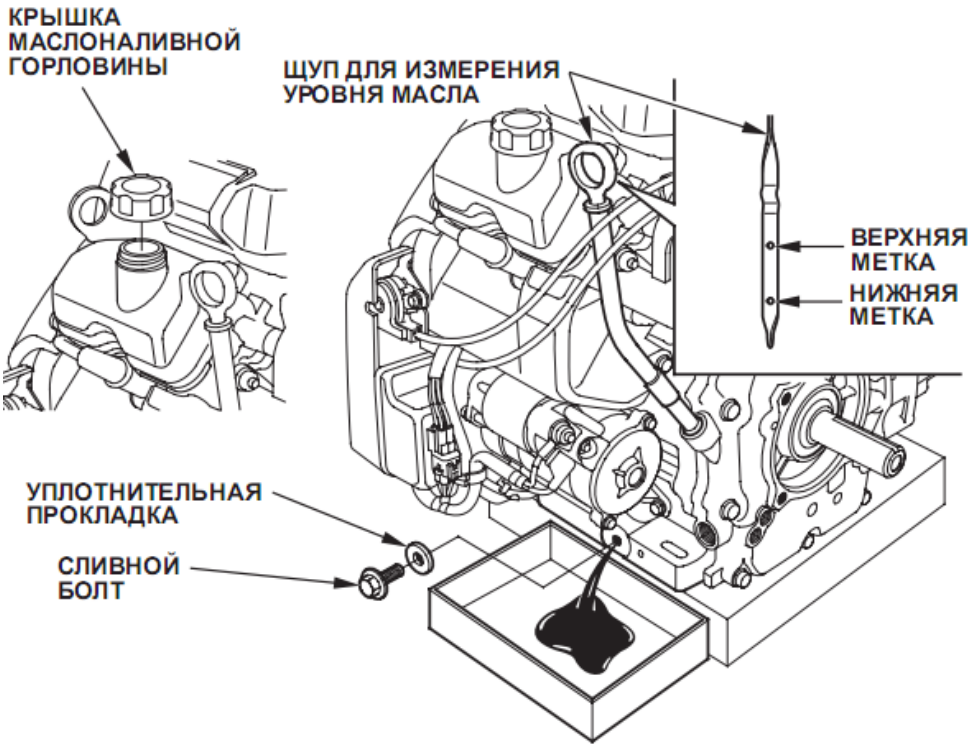

Рис. 3
– Используйте моторное масло для 4-тактных двигателей, отвечающее требованиям классификации API SJ или более поздним (либо аналогичное). Всегда проверяйте эксплуатационную маркировку по API на ёмкости с маслом, чтобы быть уверенным в том, что в ней есть маркировка SJ или более поздняя (либо аналогичная). Для общего применения рекомендуется вязкость SAE 10W-30 или 5W-30. При температуре запуска и эксплуатации от -15 °С до -25 °С используйте полностью синтетическое масло 5W-30. Другие типы вязкости, указанные в таблице, могут использоваться в случаях, если средняя температура воздуха в вашем регионе находится в соответствующем диапазоне. Слив отработанного масла производить в подходящий лоток - (см. рис. 3). Сливайте масло на теплом двигателе.